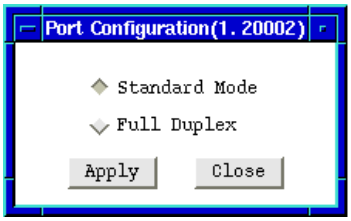

Figure 2-16. Port Configuration
3. Drag down to **Configuration**, and release**.** The Port Configuration window, Figure 2-16, will appear.